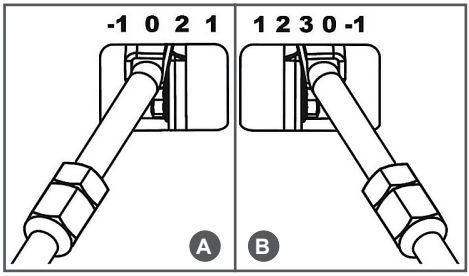
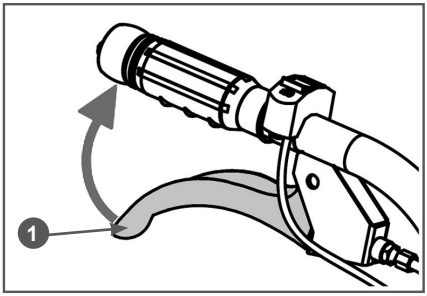

Рис. 28 Рычаг переключения передач
Рис. 29 Включение хода
7. Убедитесь, что рычаг переключения передач установлен в положение «0» нейтральной передачи (Рис. 28) и рычаг включения хода не нажат.
1. Исходное положение — рычаг переключения передач в нейтральном положении «0» (Рис. 28).
— при переключении из нейтрального положения «0» - снова установите рычаг в нейтральное положение, быстро нажмите и отпустите рычаг включения хода (Рис. 29), подождите 2-3 секунды и снова переместите рычаг переключения передач в требуемое положение (Рис. 28);
— при переключении не из нейтрального положения «0»– не трогая рычаг включения хода и слегка нажимая на рычаг переключения передач в сторону требуемой передачи, немного переместите мотоблок вперёд или назад, или поднимите рабочие рукоятки вверх и переместите рычаг переключения передач в требуемое положение (Рис. 28).
6. Для того чтобы начать движение мотоблока на выбранной передаче быстро и плавно нажмите рычаг 1 включения хода до упора (Рис. 29).
2. Отпустите рычаг включения хода (Рис. 29) и переведите рычаг переключения передач в нейтральное положение «0» (Рис. 28).
4. Не нажимая рычаг включения хода, переведите рычаг переключения передач в положение «1» (1-я передача) (Рис. 28).